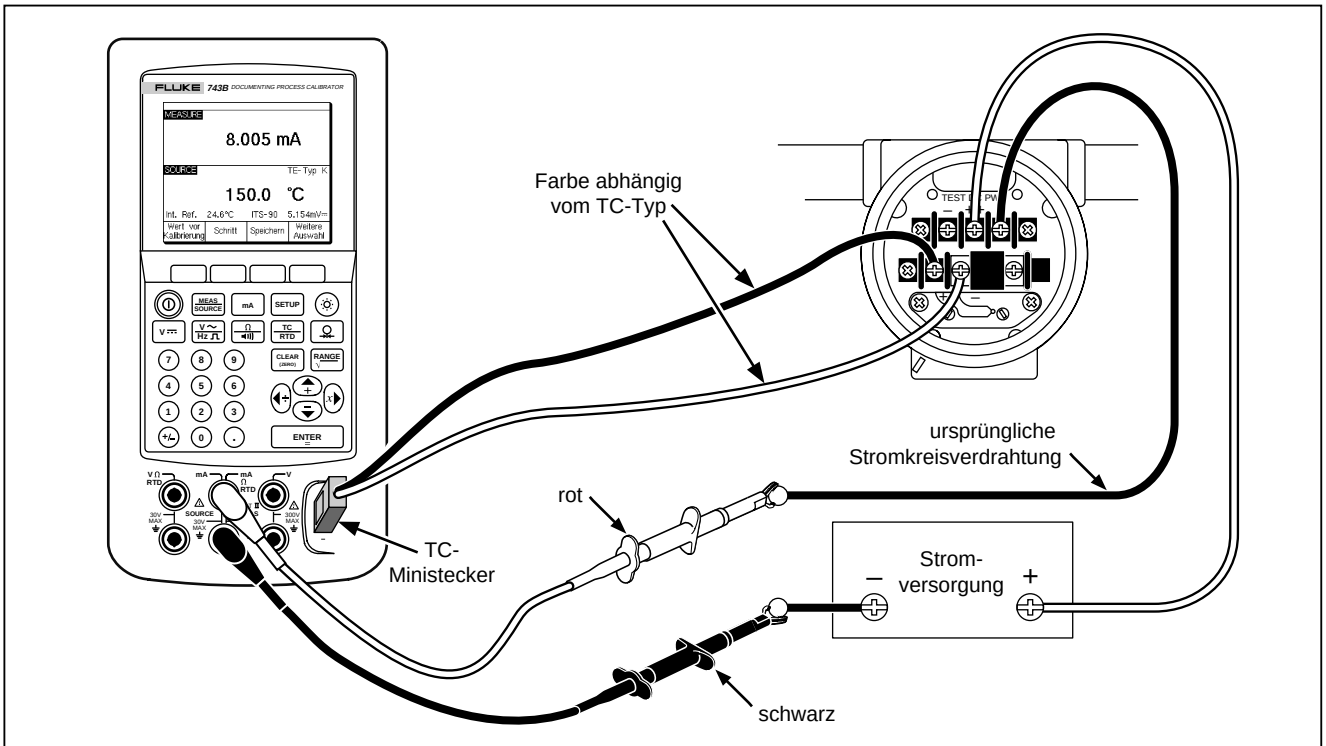

Abbildung 23. Kalibrieren eines Thermoelement-Temperaturtransmitters
1. Anschließen der Meßleiter an das zu testende Instrument. Siehe dazu Abbildung 23. Die Verbindungen simulieren ein Thermoelement und messen den zurückfließenden Strom.